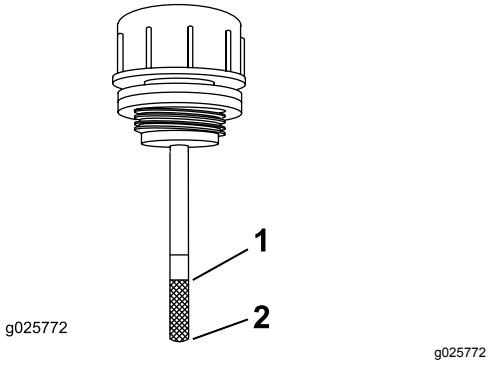

Figure 62
5. Nettoyez la surface autour de la jauge du réservoir du système hydraulique (Figure 62).
6. Sortez la jauge du réservoir hydraulique (Figure 62).
8. Ressortez la jauge et examinez l'extrémité (Figure 62). Si le niveau de liquide est au repère minimum, versez lentement la quantité de liquide qui convient dans le réservoir hydraulique pour faire monter le niveau jusqu'au repère maximum.